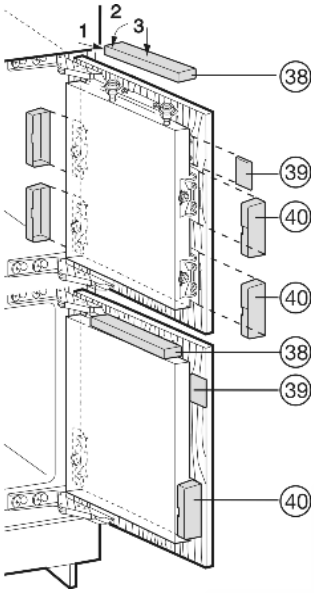

Fig. 26
▶ Установите и защелкните верхние крышки *Fig. 26 (38)*.
▶ Установите боковые крышки *Fig. 26 (39)*, надвиньте до упора и затем нажмите на них до защелкивания.
▶ Крышки *Fig. 26 (40)* надвиньте сбоку, затем отверткой отожмите вперед так, чтобы они защелкнулись.